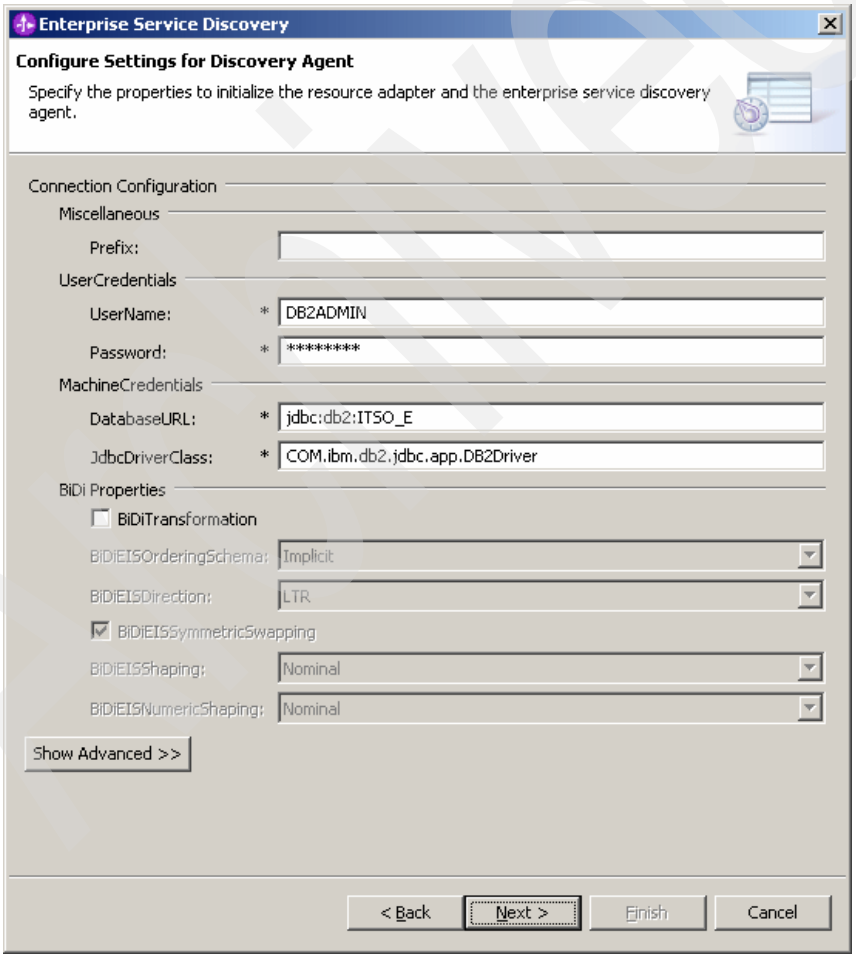

Figure 12-30 Enterprise Service Discovery wizard
14. Complete the details of the Enterprise Service Directory window (Figure 12-30) as follows.